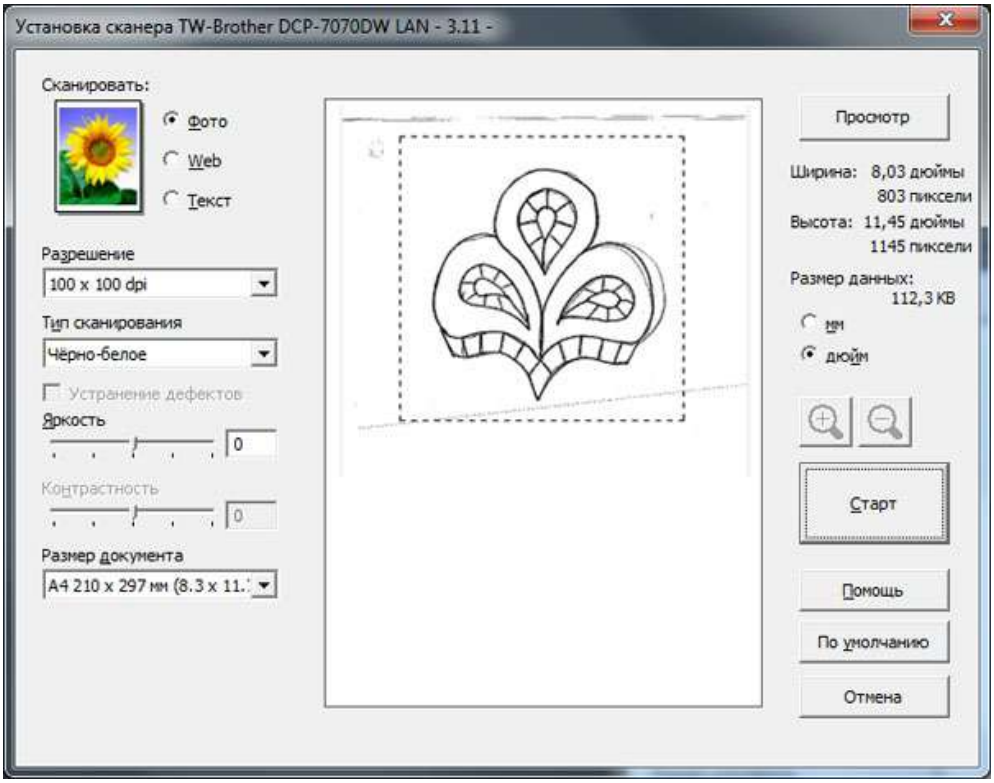

Рис. 4. Окно «Просмотр»
2.6. Нажать на кнопку **Просмотр** (рис. 4).